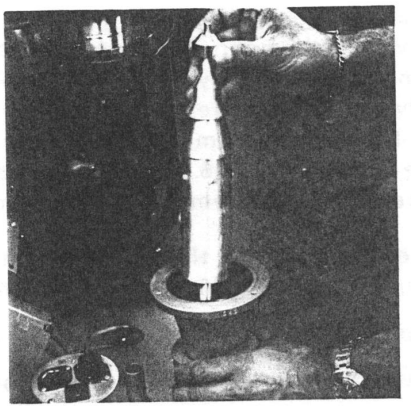

Figure 6-31. Lift Jet Assembly Out of Diffusion Pump
a. Remove the spring and carefully lift out the jet assembly (Figure 6-31). Wipe excess oil from jet.